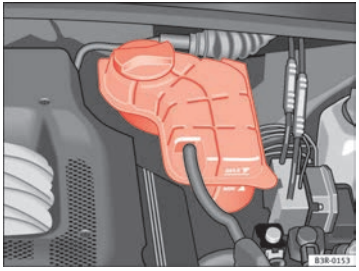

Fig. 172 Engine compartment: Liquid coolant deposit
– Check the coolant level on liquid coolant expansion tank ⇒ fig. 172. When the engine is cold, it should be between the “min” and “max” marks. When the engine is hot, it may be slightly above the “max” mark.
– Cover the cap on the expansion tank ⇒ page 226, fig. 172 with a cloth, and **carefully** unscrew the cap anti-clockwise ⇒ ⚠.